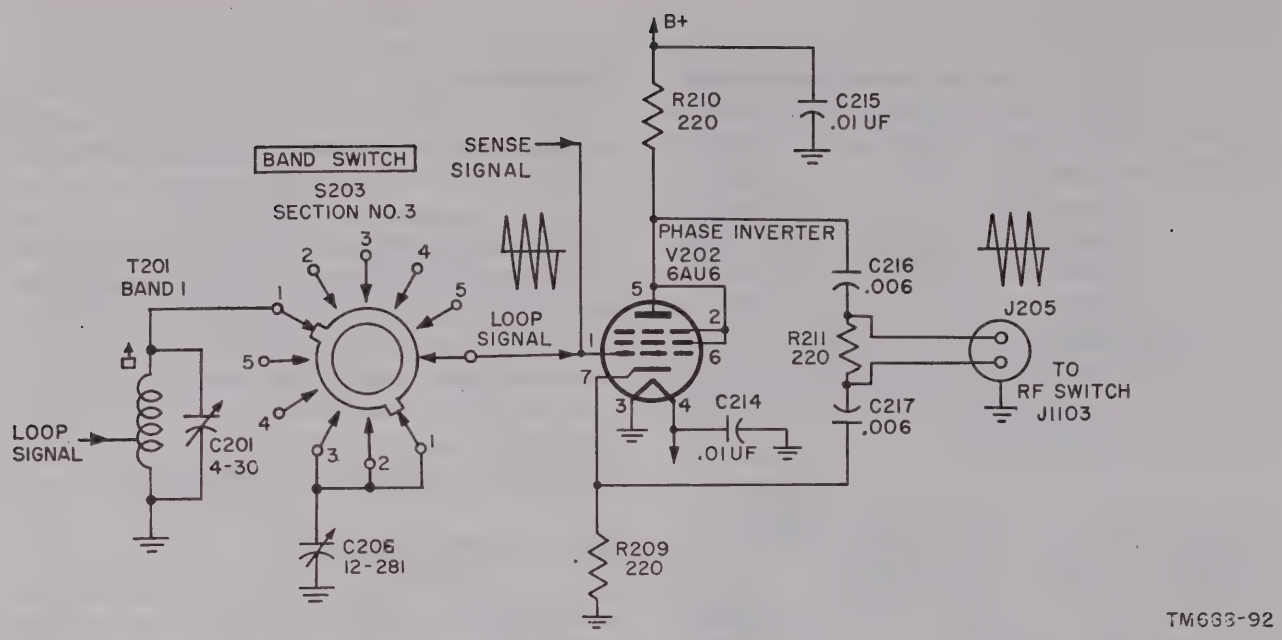

Figure 90. Phase inverter, schematic diagram.
(fig. 90)
a. Phase inverter V202 provides a balanced rf output which matches the balanced input impedance of the df receiver. During bearing operation, there is one input to V202 which is the signal from the single-loop antenna developed across an rf transformer chosen by BAND SWITCH S203. Transformer T201 shown in figure 90 is used on band 1. The signal developed across the selected rf transformer is fed through section 3 of C203 to the grid (pin 1) of V202. During sense operation, the output of sense amplifier V201 is applied also to the grid of V202. The grid of V202 is returned to ground through the selected rf transformer.